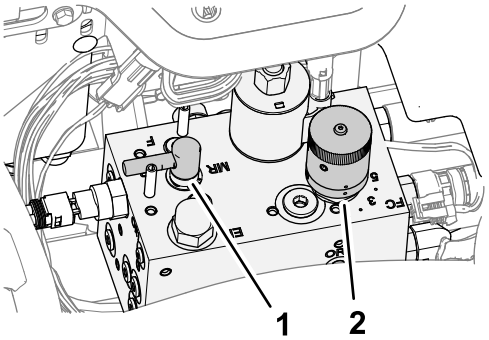

**Figur 94**
4. Flytta slipningsspaken till läge R (slipning) (Figur 94).